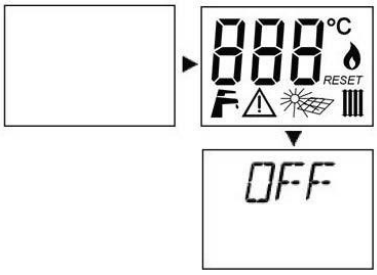

Рисунок 2.2
-На ЖК-дисплее последовательно отобразятсяследующие символы, см. Рисунок 2.2.